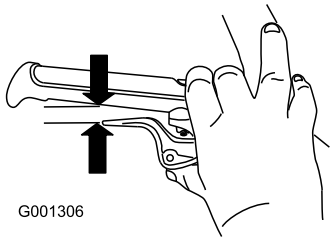

**Figure 9**
5. Squeeze the lever fully, then check the gap between the bottom of the handle and the wheel clutch lever end (Figure 9).